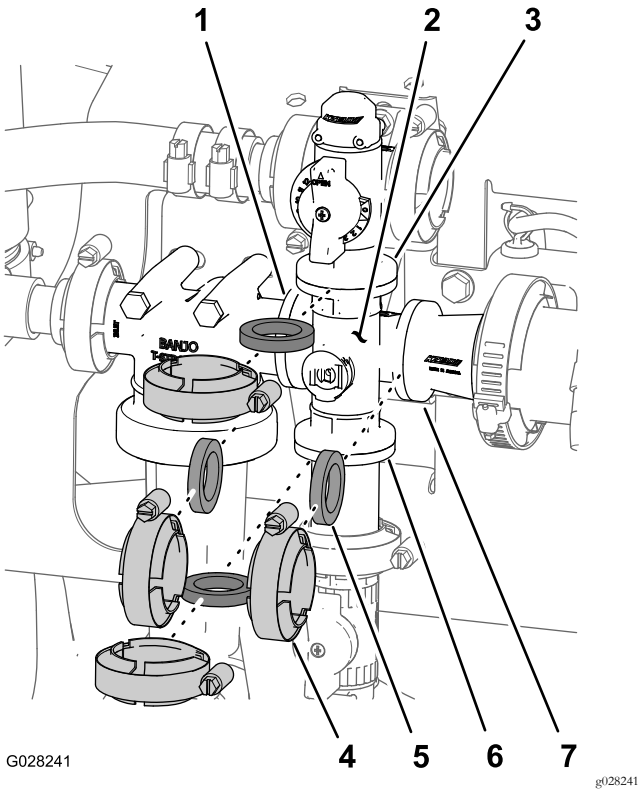

Figura 134
1. Retire las abrazaderas y las juntas que sujetan el distribuidor de la válvula de agitación a la válvula de desvío de la agitación, la cabeza del filtro de presión, el racor reductor y el acoplamiento del adaptador (válvula de control de agitación), según se muestra en Figura 134.